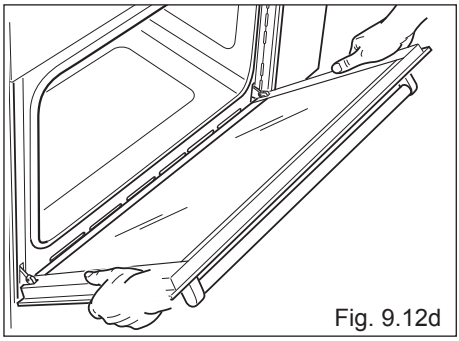

Fig. 9.12d
- Hold the door as shown in fig. 9.12d.